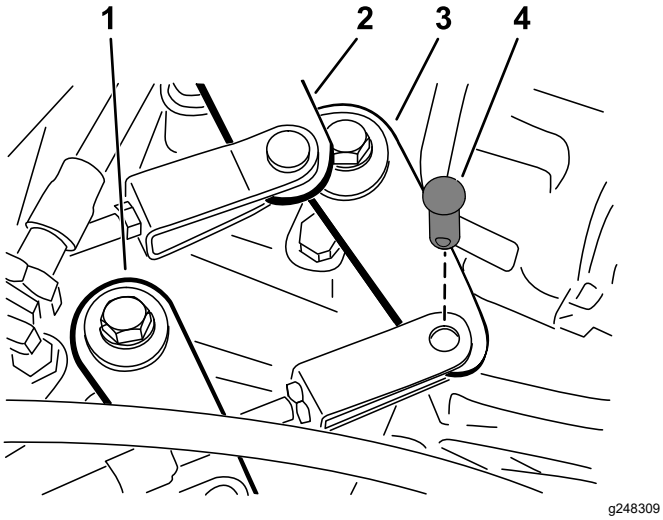

Figura 44
2. Desmonte os passadores que fixam os cabos aos braços de comando do conjunto eixo-transmissão (Figura 44).
1. Retire o passador que prende o cabo de gama alta/baixa à transmissão (Figura 44).